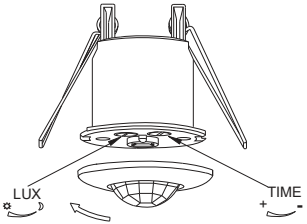

Рисунок 14 – Датчик движения ДД 301
– повернуть против часовой стрелки крышку с линзой датчика. Снять крышку (рисунок 14);